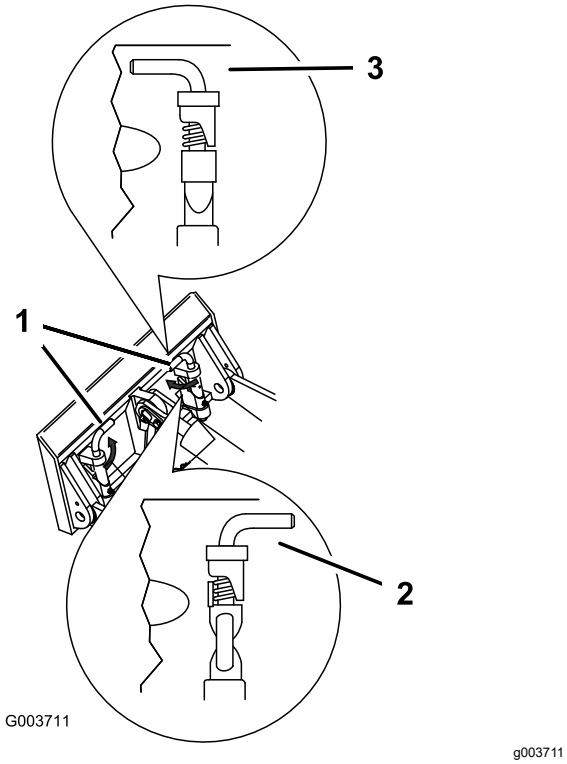

Figur 25
7. Koppla in snabbfästpinnarna och se till att de är ordentligt inskjutna i fästplattan (Figur 25).